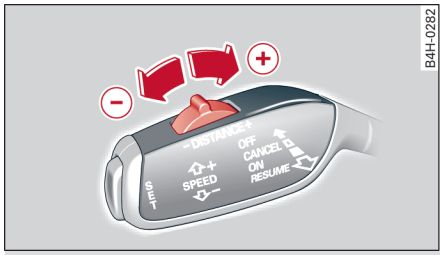

图 120 操控拨杆：设定距离
- ▶ 要显示当前的设定距离时，请点按开关 ⇨ *图 120*。